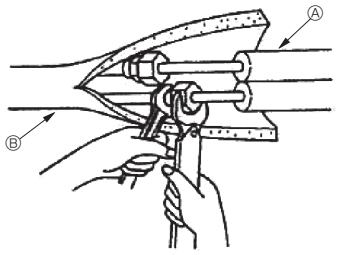

Fig. 4-4
4.4. Travaux pour l'installation des tuyaux de réfrigérant (Fig. 4-4)